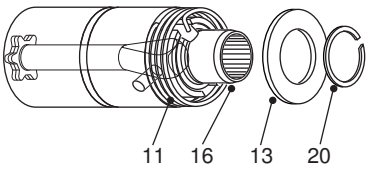
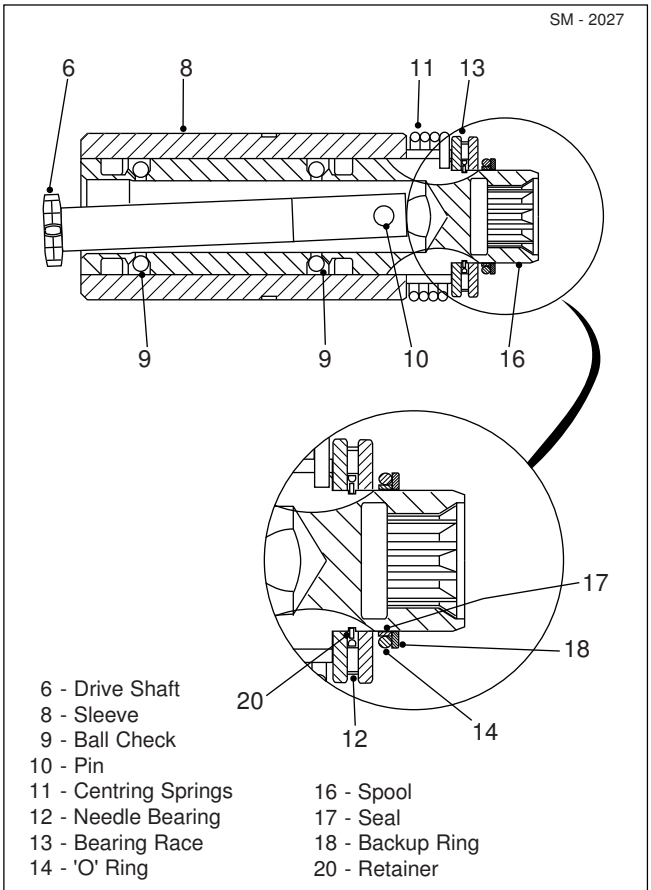

Fig. 14 - Installing Bearing Race and Retainer
Fig. 15 - Sectional View of Seals and Bearings
4. Position one end of centring spring (11) into slotted end of spool (16). Compress centring spring (11) radially (CCW) and engage free end of spring into slot in spool (16). See Fig. 14.
5. Install bearing race (13) onto spool (16). Using suitable pliers install retainer (20) onto spool (16). See Fig. 14.
6. Apply a light coating of petroleum jelly to the inside diameter of dust seal (15) and install in valve housing (7).
7. Apply a light coating of petroleum jelly to needle thrust bearing (12), bearing race (13), 'O' ring (14), seal ring (17) and backup ring (18). Install each item onto spool (16), as shown in Fig. 15.